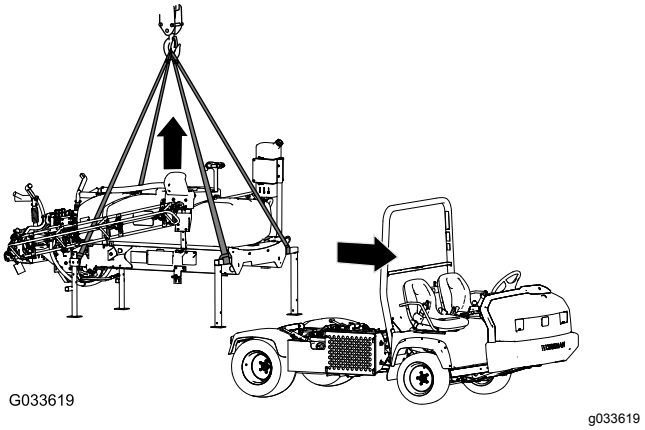

Figuur 132
1. Laat de spuitbomen zakken tot ongeveer 45° en draai ze dan naar voren (Figuur 132).
5. Bevestig het hefwerktuig aan de horizontale buizen van de voorste assteunen en de verticale stang van de achterste assteunen (Figuur 132).
7. Til het tankframe hoog genoeg van de machine om het frame van de machine te kunnen nemen (Figuur 132).